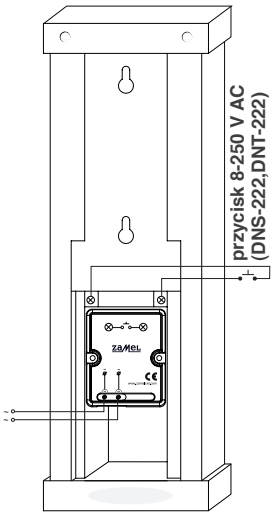

**Rys. 2**
2. Podłączenie specjalne 4-przewodowe (umożliwia wykorzystanie przycisków niskonapięciowych, również niskonapięciowych przycisków mosiężnych i ozdobnych, np. przyciski typu PDM-231, PDM-232, PDK-250/1, PDK-250/2, PDK-250/3 produkcji Zamel - rys. 2.